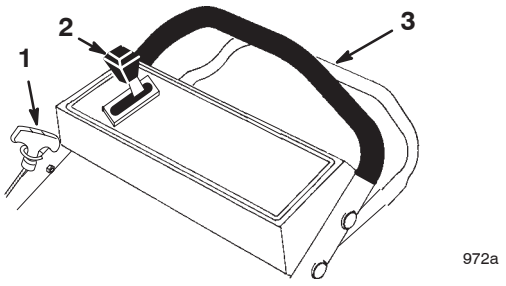

Bild 9
Die Bedienungselemente befinden sich am oberen Griff, siehe Bild 9.
4. Halten Sie den Antriebsbügel gegen den oberen Handgriff gedrückt (Bild 9).
5. Ziehen Sie leicht am Startergriff, bis Sie einen Widerstand spüren. Ziehen Sie ihn dann kräftig durch (Bild 9). Lassen Sie das Seil langsam zum Griff zurücklaufen.